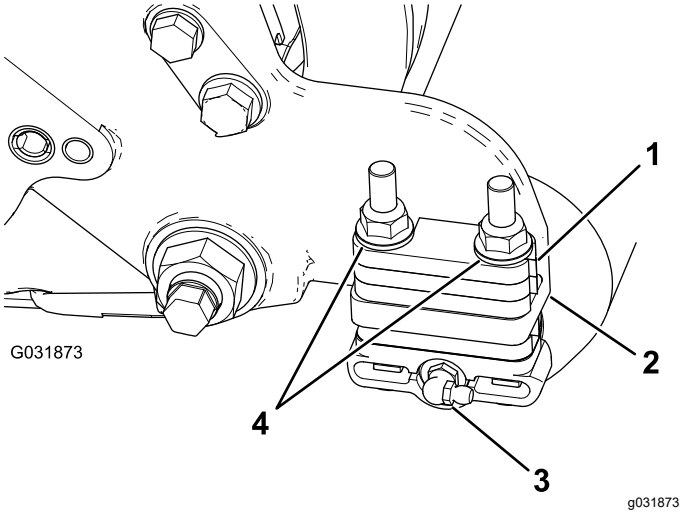

**Рисунок 9**
1. Снимите масленку катка с боковой стороны режущего блока, у которого установлен корпус щетки катка (Рисунок 9).
3. Отверните две фланцевые контргайки, соединяющие каждый кронштейн катка с боковыми пластинами (Рисунок 9).